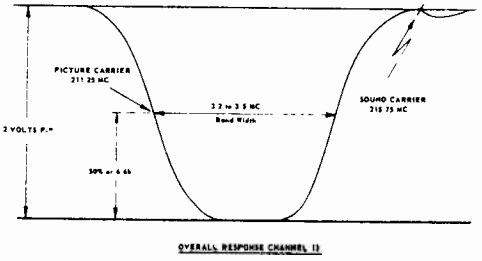

Figure 7 – Overall Response Curve
11. By adjusting L103 on the tuner for maximum amplitude of the response curve and the bottom adjustment of Z300 to correct the tilt, the curve and marker points should be as shown in Fig. 7.
The top adjustment of Z300 is the accompanying sound trap (41.25 mc) and should be adjusted to fall as shown in the response curve (Fig. 7) at 215.75 mc. After adjusting the 41.25 mc. trap it may be necessary to retouch the bottom adjustment of Z300.